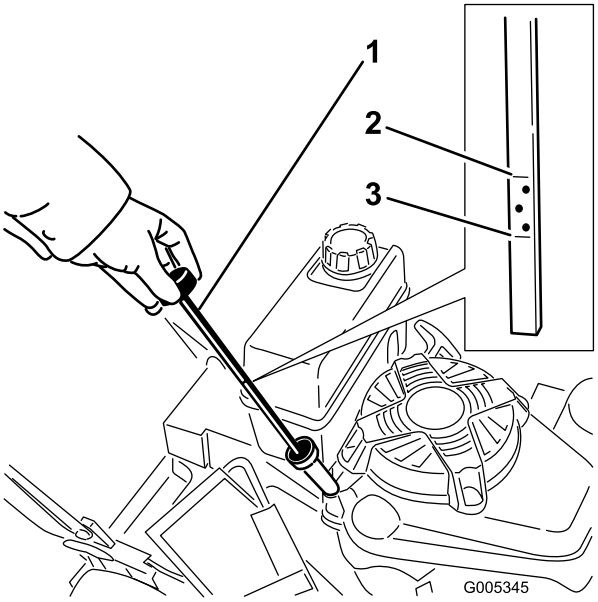

Rysunek 12
Za każdym razem przed rozpoczęciem eksploatacji sprawdź, czy poziom oleju znajduje się pomiędzy oznaczeniami Uzupełnij oraz Pełny na wskaźniku poziomu (Rysunek 12).
2. Oczyść wskaźnik poziomu (Rysunek 12).
6. Odczytaj poziom oleju na wskaźniku (Rysunek 12).